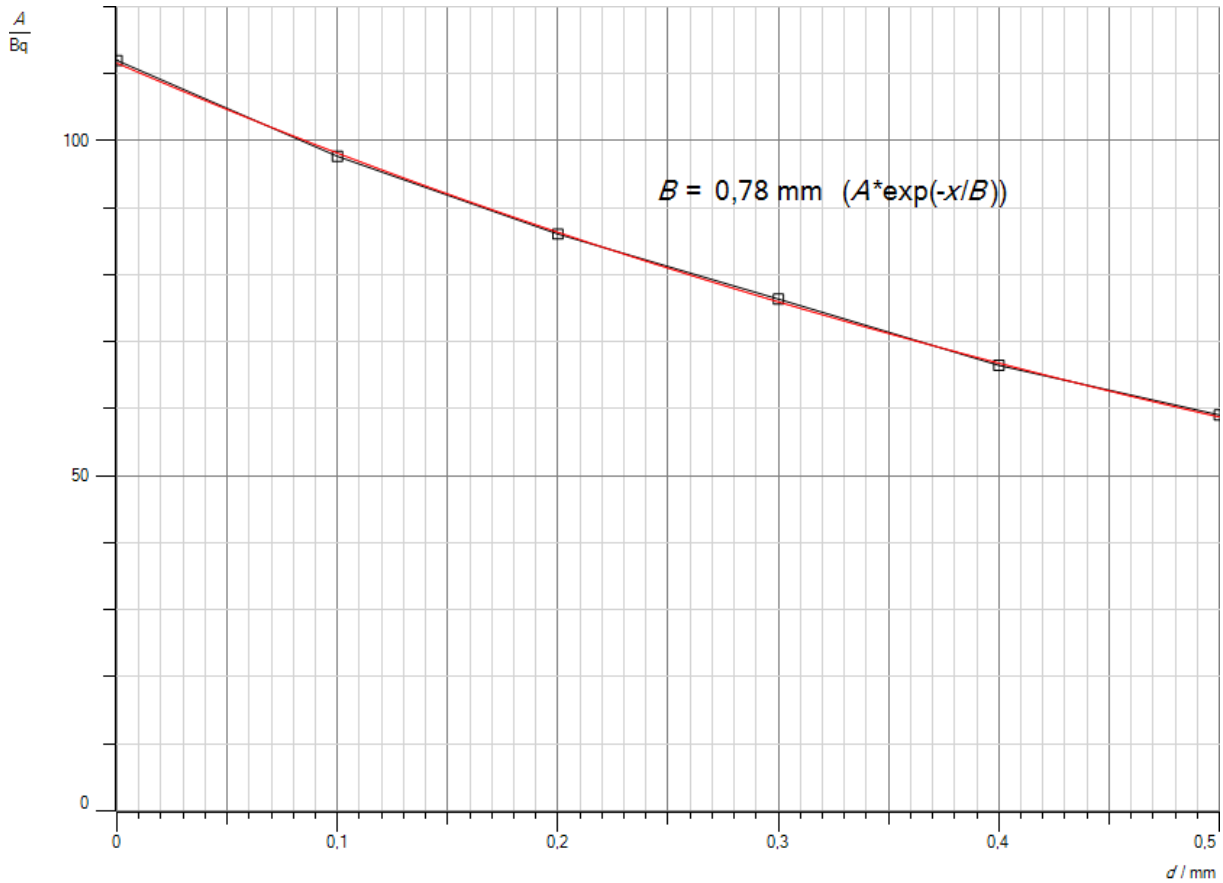

Abb.3: Auswertung mit Exponentialfunktion
e. Es ergibt sich das Diagramm in Abb. 3. Dabei wurde für die Aktivität ohne Papier der Wert aus Versuch 1 berücksichtigt. Aus dem Diagramm kann man die Dicke des Papiers ablesen, die nötig ist, um die Strahlung auf den e-ten Teil zu schwächen. Sie beträgt laut cassy d_e = 0,78mm. Ihren reziproken Wert bezeichnet man als Abschirmkonstante μ.